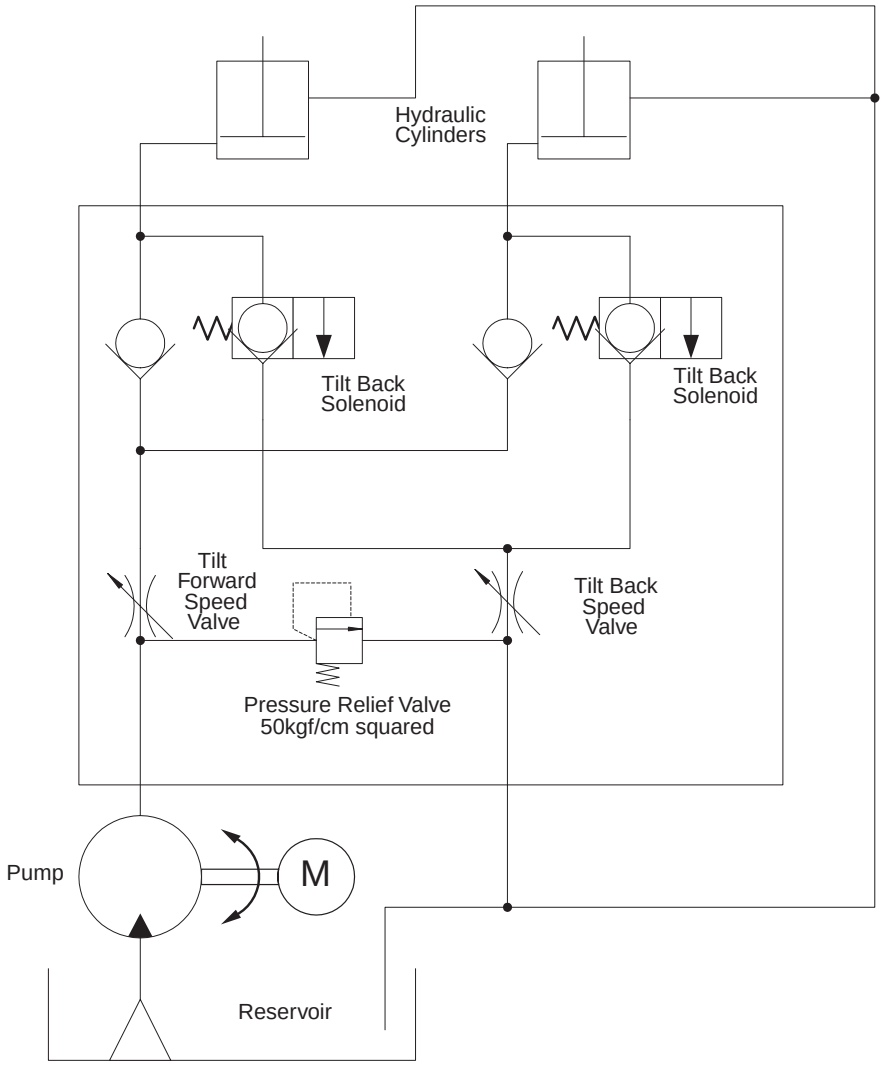

Figure 8-13 Gantry Hydraulic Tilt Functional Block Diagram
Gantry backward tilt requires the energizing of the two (2) tilt backward solenoids. This relieves fluid pressure, and the weight of the gantry compresses the cylinder pistons. This is true for all gantry angles. Reference Figure 8-13.